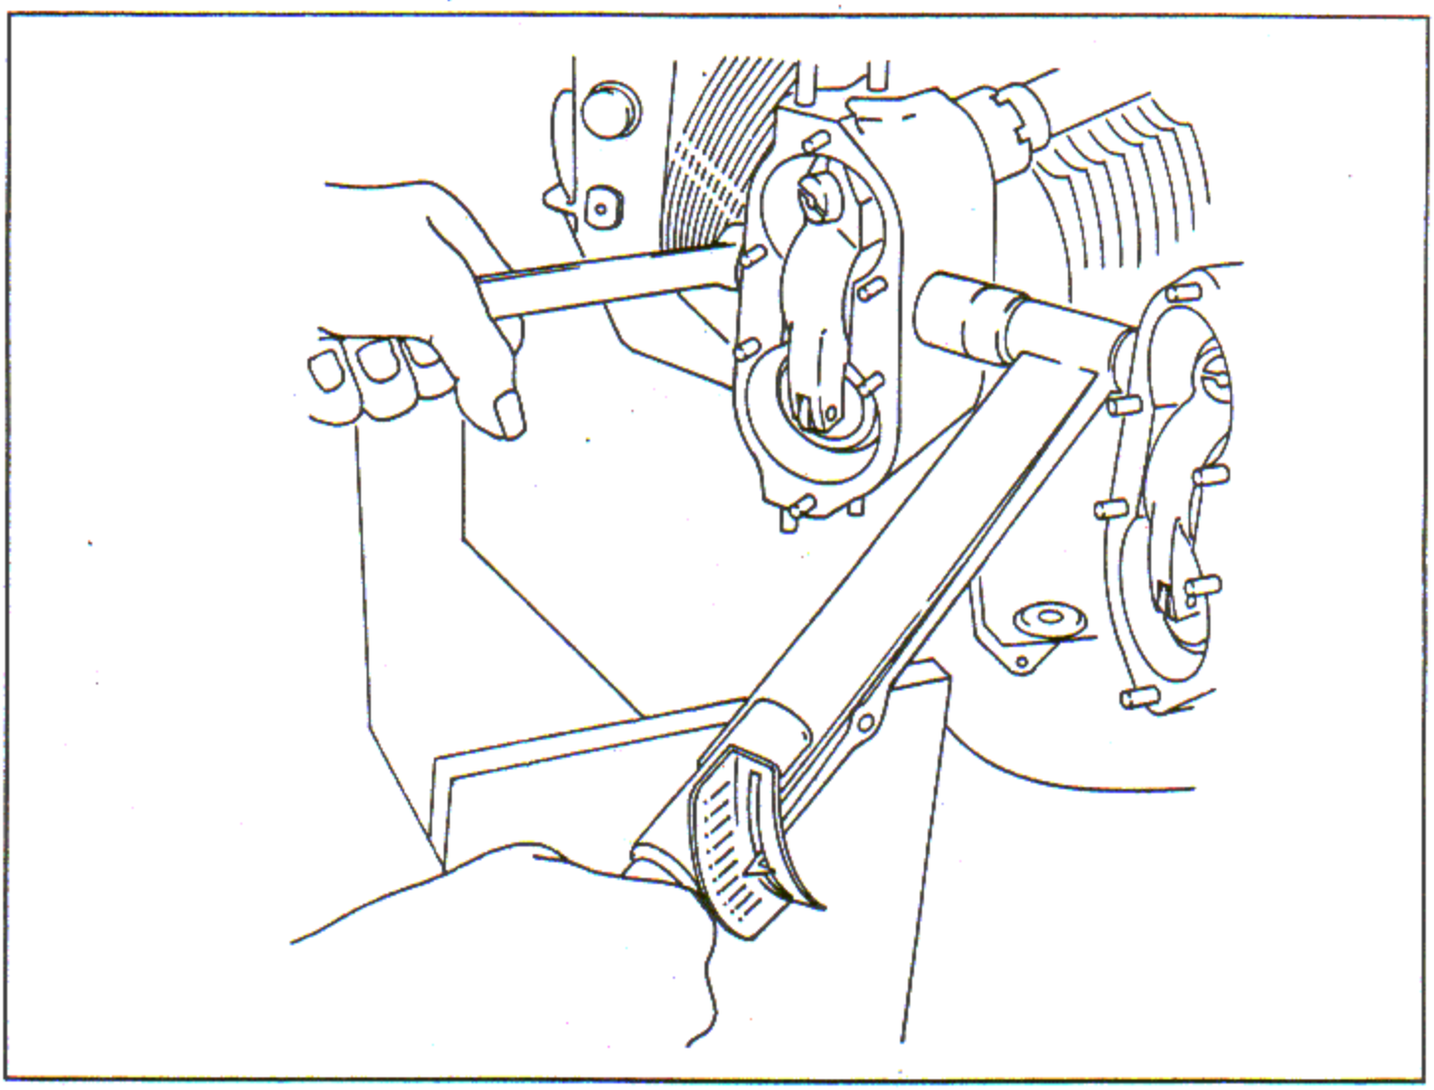

Figure 8-17. Torquing Rocker Arm Hub Bolt Nut
h. Torque the nuts to the value specified in table 9-11. See figure 8-17. Cotterpin the nuts.